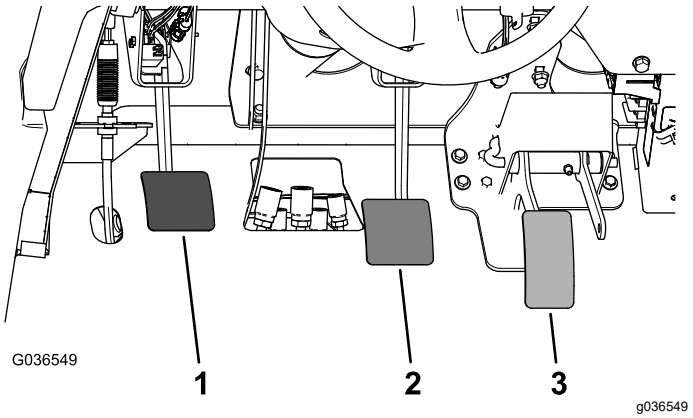

**図 62**
2. ブレーキペダル図 62を持ち上げてフレームに接触させる。
3. ヨークをマスターシリンダのシャフトに固定しているジャムナットをゆるめる図 62。